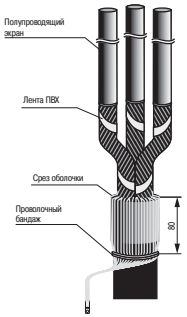

Рисунок 4
4.8 Собрать проволоки экрана, заплести их в косичку и оконцевать наконечником (рисунок 4).